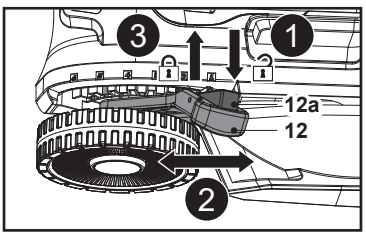

**Fig. 11**
1. Prima o botão de bloqueio (12a) e mantenha-o nessa posição (Fig. 11, passo 1).
2. Desloque a alavanca (12) para a frente ou para trás para ajustar a altura de corte (Fig. 11, passo 2).
3. Solte o botão de bloqueio (12a) e certifique-se de que a alavanca (12) engata corretamente na ranhura (Fig. 11, passo 3).